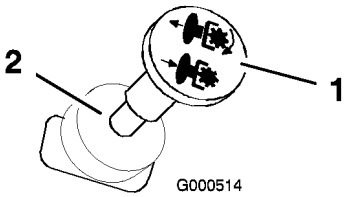

Figure 10
3. Tirez sur la commande de PDF pour engager la PDF (Figure 10).
Poussez la commande de PDF en position Désengagée (Figure 10).